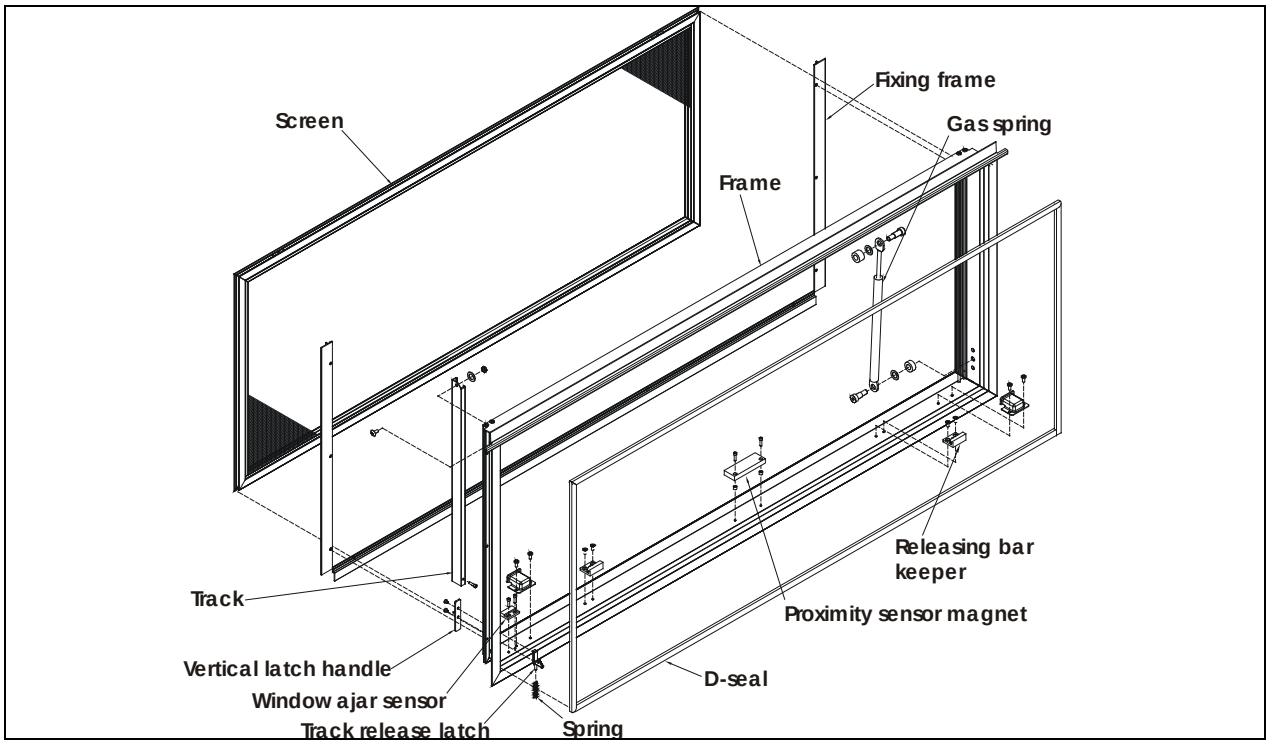

**FIGURE 92: ELECTRIC AWNING WINDOW EXPLODED VIEW (FRAME)** 18586
4. Loosen the set screws #5 (Figure 92) (rotate the arm to get to the second set screw) and disengage the swiveling arm from the motor shaft extension.